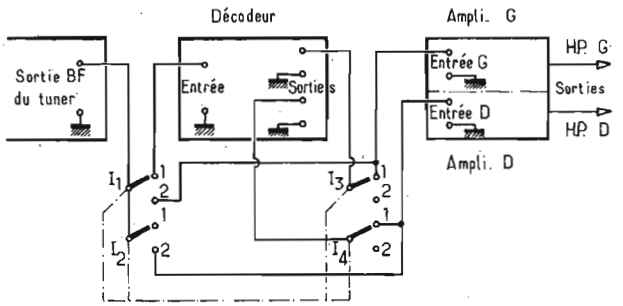

Fig. 2
En (C) on montre comment on peut passer par-dessus le décodeur à l'aide d'un commutateur. Ce dispositif peut intéresser les **amateurs de très haute fidélité.** La figure 2 donne le schéma de ce dispositif de commutation. On effectue les commutations à l'aide de I_1 à I_4, c'est-à-dire avec un commutateur tétrapolaire à deux positions. En position 1, le décodeur est en circuit et cette position est obligatoire si l'on désire recevoir une émission stéréophonique. Dans ce cas on voit que la sortie BF est connectée à l'entrée du décodeur et les sorties du décodeur sont branchées aux entrées G et D correspondantes. En position 2, la sortie BF est branchée aux entrées G et D réunies et le décodeur est débranché à l'entrée et aux deux sorties.